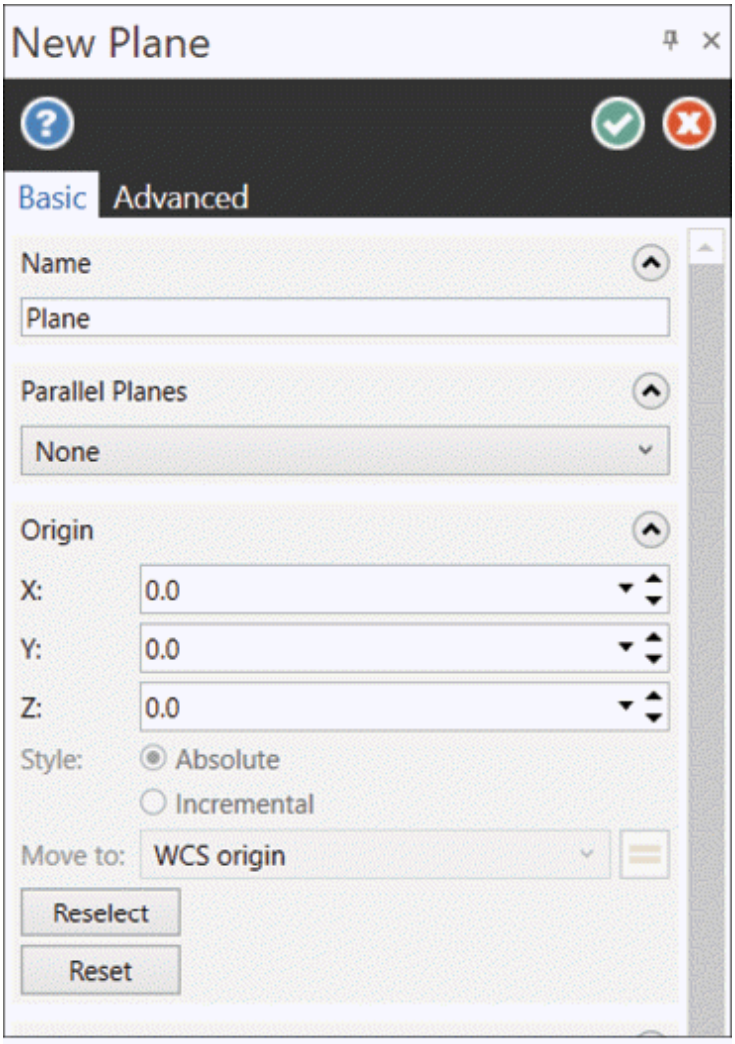

Figure-18. New Plane Manager
- After setting desired custom orientation, click on the **Save** button from the **Graphics View** group in the **View** tab of the **Ribbon**. The **New Plane Manager** will be displayed; refer to Figure-18.